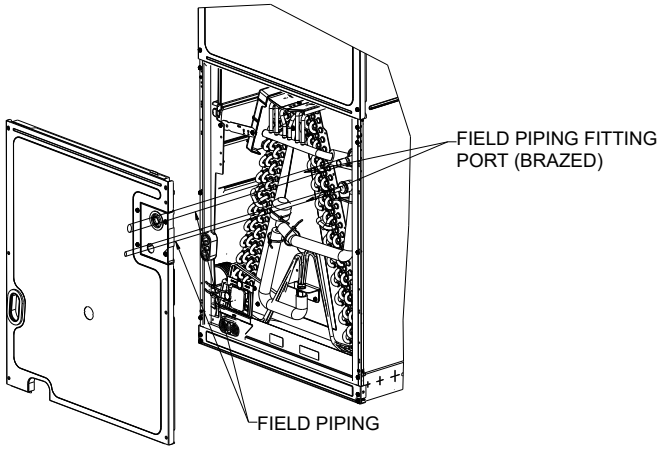

Figure 14
- Slide the front panel (lower) along the field piping until it is far enough away that it will not be affected by heat from the brazing, as shown in Figure 14.